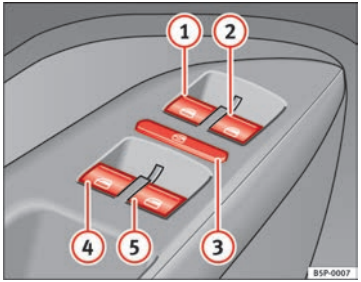

Fig. 67 Detail of the driver door: controls for the front and rear windows
The buttons ⇒ Fig. 67 (1) and (2) have two levels for opening the window and two for closing it. This makes it easier to open and close windows to the desired position.